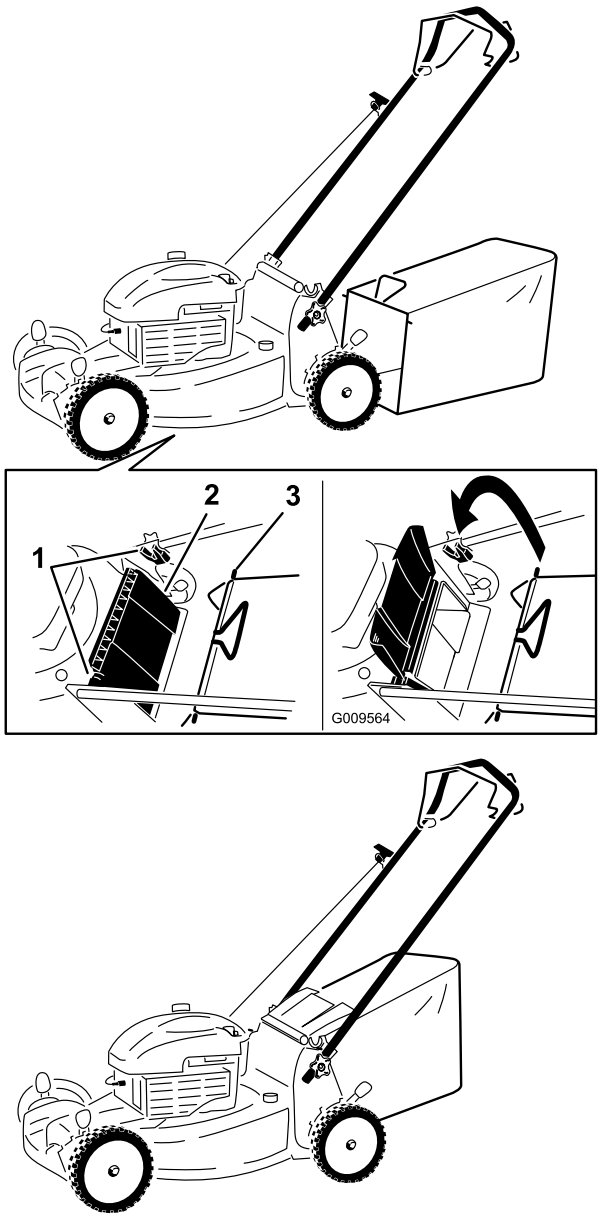

Figuur 19
1. Zet de afvoergeleider aan de achterzijde omhoog en houd hem in deze stand (Figuur 19).
2. Plaats de grasvanger en zorg ervoor dat de pennen van de zak in de inkepingen op de handgreep rusten (Figuur 19).